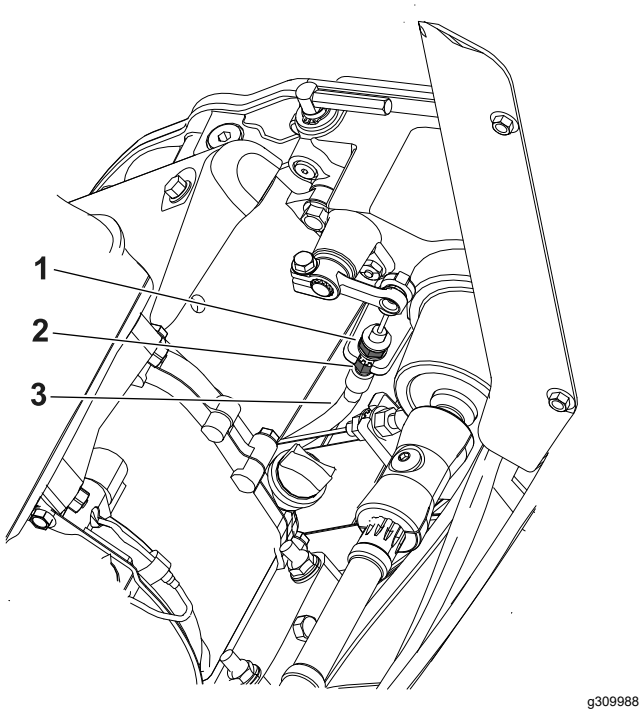

Rysunek 33
- Aby zwiększyć napięcie linki, poluzuj przeciwnakrętkę przedniej linki i dokręć tylną przeciwnakrętkę (Rysunek 33). W razie potrzeby powtórz krok 2 i wyreguluj napięcie.
- Aby zmniejszyć napięcie linki, poluzuj tylną przeciwnakrętkę i dokręć przeciwnakrętkę przedniej linki (Rysunek 33). W razie potrzeby powtórz krok 2 i wyreguluj napięcie.